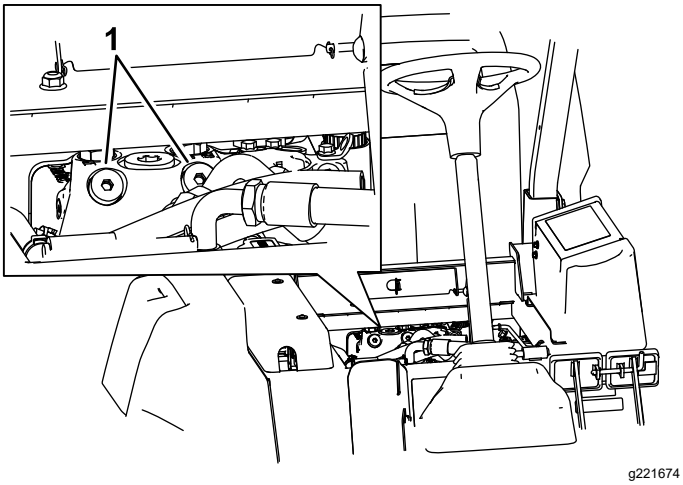

Figur 72
1. Höj sätet och lokalisera förbikopplingsventilerna som är placerade under bränsletankens framsida (Figur 72).